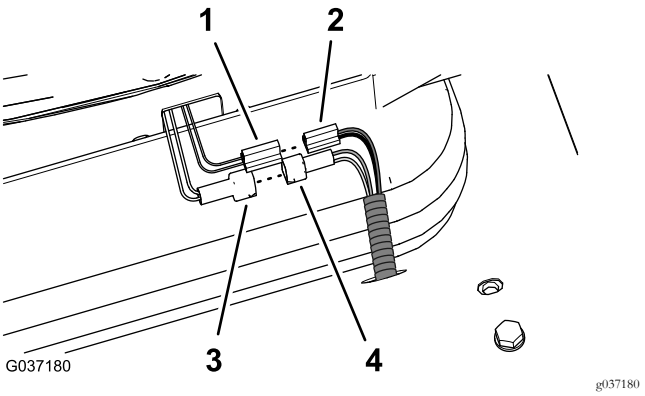

Figur 24
7. Leta reda på kontakten med två stift för sätesomkopplaren på baksidan av sätet (gula och grå kablar) och anslut den till reläkablagets kontakt med två uttag (vita och svarta kablar) enligt Figur 24.
3. Anslut luftfjädringssätets kontakt med två blad till kontakten med två uttag (svarta och röda kablar) för satskablaget på 350 cm. Se Figur 24 i Ansluta reläet och kablaget (modell 02750) (sida 9).